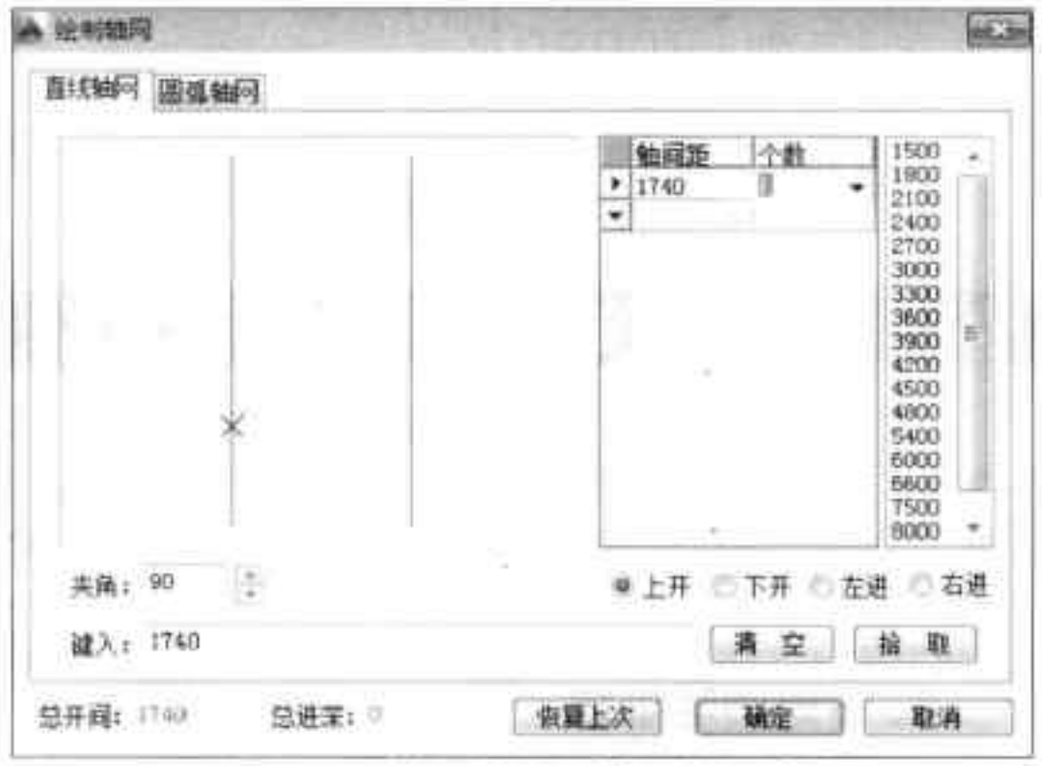

图16-19 输入“轴间距”和“个数”值
Step 02 单击“上开”单选按钮，并在“轴间距”和“个数”列表中，输入轴线尺寸值，如图 16-19 所示。